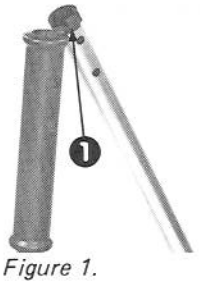

Figure 1.
2. Remove and discard the grommet from inside the upper handle (Fig. 1). INSPECT SUPPLY CORD FOR DAMAGE. IF DAMAGED, DO NOT ASSEMBLE. CONTACT YOUR TORO DEALER.